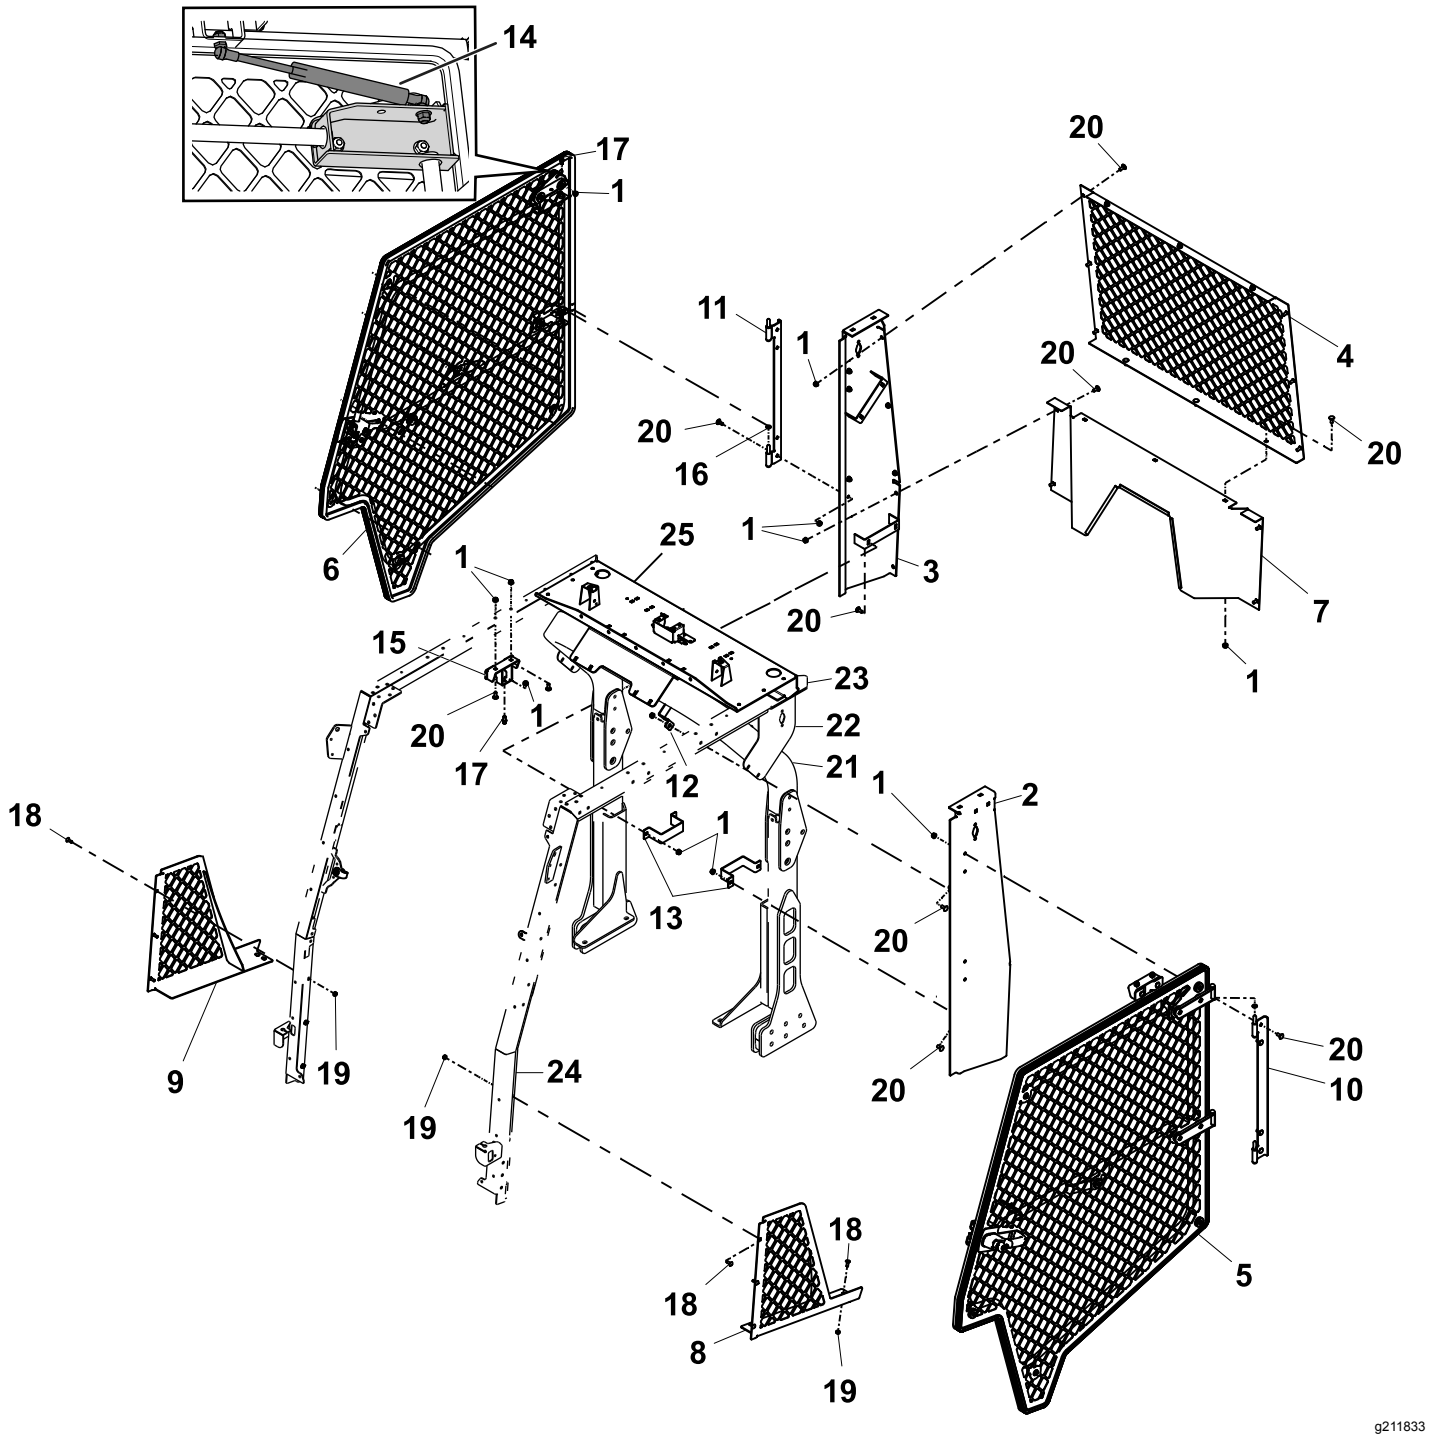

Figura 2
6. Se è stato installato una prolunga ROPS a 2 montanti sull'unità, rimuovete i pannelli laterali utilizzati per montare le luci dei montanti ROPS (Figura 2).
Fate riferimento a Figura 2 mentre eseguite i seguenti passaggi.